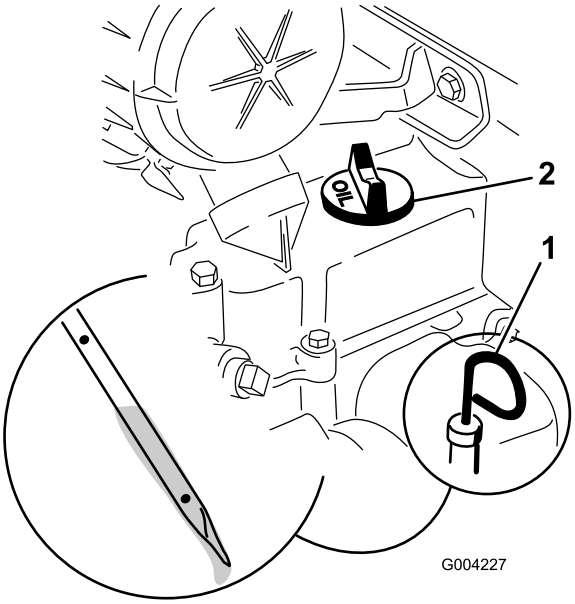

Figuur 17
4. Maak de omgeving van de oliepeilstok schoon (Figuur 17).
5. Trek de peilstok uit en veeg het metalen deel met een doek schoon (Figuur 17).
6. Schuif de peilstok helemaal in de buis (Figuur 17).
8. Als het oliepeil te laag is (lager dan de onderste opening staat), reinigt u de omgeving van de vulbuis en verwijdert u de dop (Figuur 17).